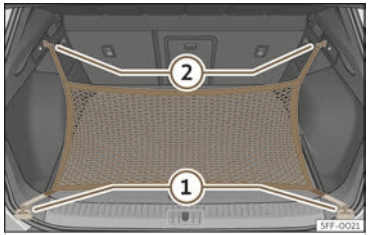

Fig. 199 In the luggage compartment: rings ① and hooks ② for attaching the net bag.
- Secure the short net hooks to the fastening rings ››› **Fig. 199** ① ››› ⚠. The bag zip should be facing upwards.
- Secure the straps in the bag hooks ②.